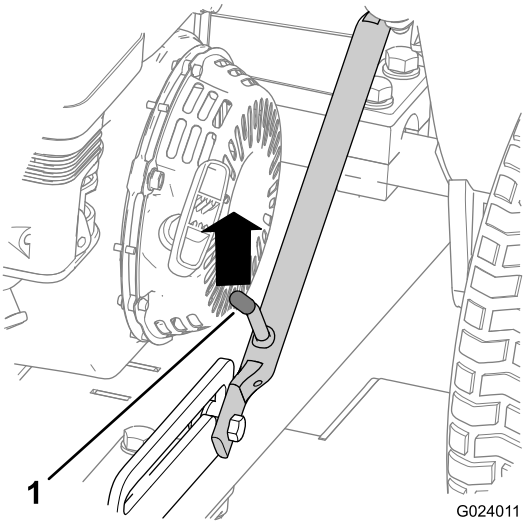
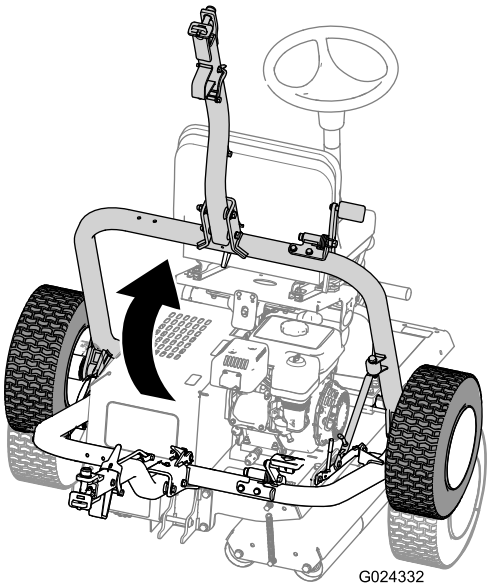

图15
图19
A. 向上推动挂钩组件、直至闩锁杆从滑块锁销中松开（图15)。
D. 提起挂钩（图19）、直到闩锁杆锁入滑块锁销（图15）。